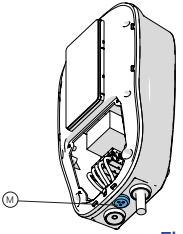

Fig. 3b
- Pour **Dazebox Home et Share T / S / TK / SK,** représenté en Figures 3b, 3c, 3d, 3e, 3f, 3g, 3h, 3i, 4b, 4c, 4d, 4e, 4f, 4g, 4h, 4i, le câble réseau blindé passe par un trou de la membrane passe-câble (M).